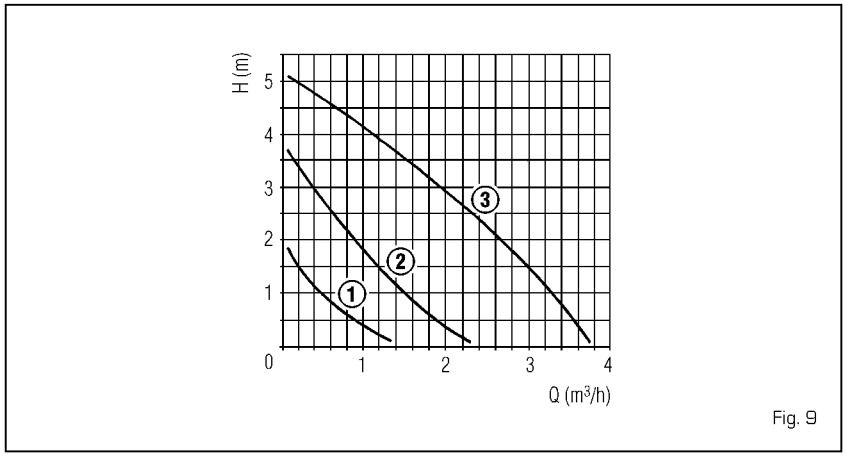

Fig. 9
3.2 CARACTERISTIQUES DE LA POMPE DE CHAUFFAGE (fig. 9)
Les caractéristiques de la pompe de l'installation montée sur le groupe thermique à mazout, sont indiquées fig. 9.